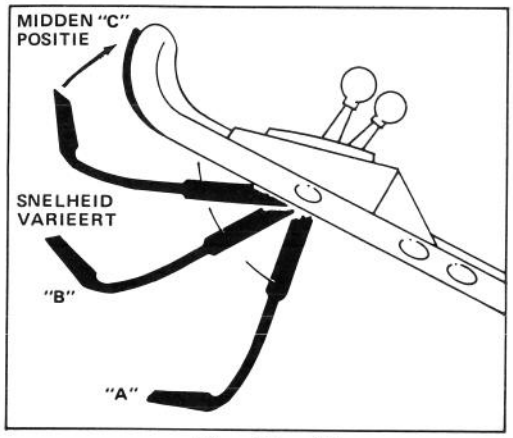

Afbeelding 11
N.B. Wanneer de accu leeg is kan de motor gestart worden met de repeteerstarter (Afb. 11).
5. MES- EN AANDRIJVINGSMECHANISME (Afb. 11) — Zet de bedieningshandle op "A" en licht deze op om mes "B" te koppelen. Zet de rijsnelheidsknop op de gewenste afstel-